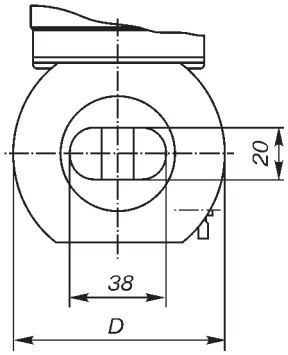

Рис.14. Проточная часть датчиков Метран-335, Метран-336, Dy 32
* Здесь указан эквивалентный диаметр d, фактические геометрические размеры см.рис.14 для Dy 32.